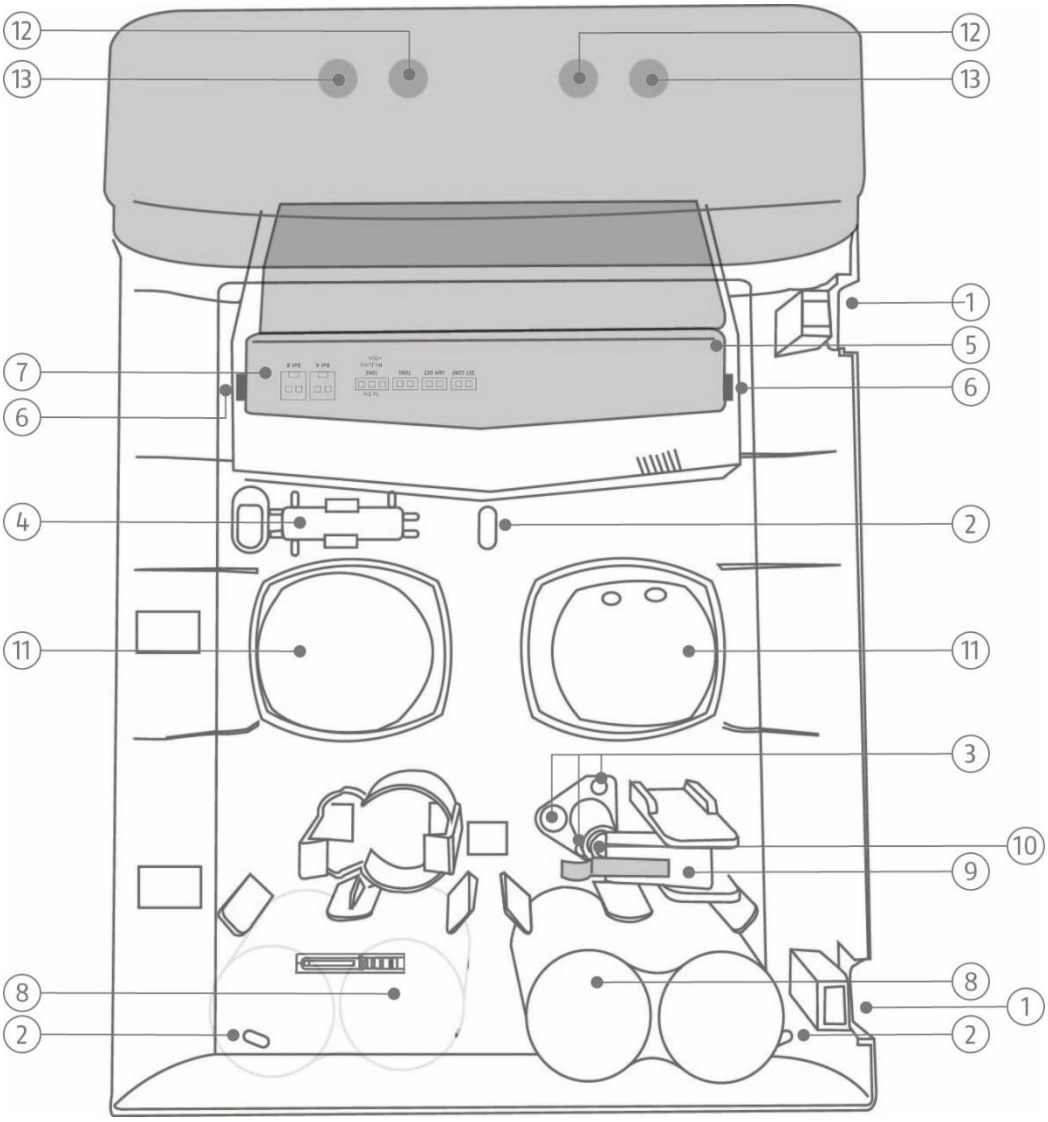

Afbeelding 1: Overzicht van de sirene
- Open de twee kapjes voor de twee dekselschroeven (zie afb. 1).
- Verwijder de brug-/aansluitafdekking (zie afb. 1), door de beide klampen (zie afb. 1) naar buiten te drukken en gelijktijdig de afdekking op te tillen.